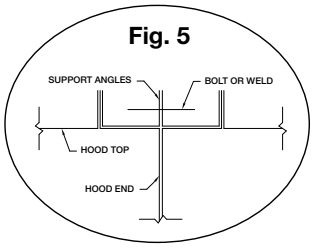

Fig. 5
2. After leveling, secure the hoods together by tack-welding and/or bolting the angles that are located at the top of the hoods along its width (Fig. 5).